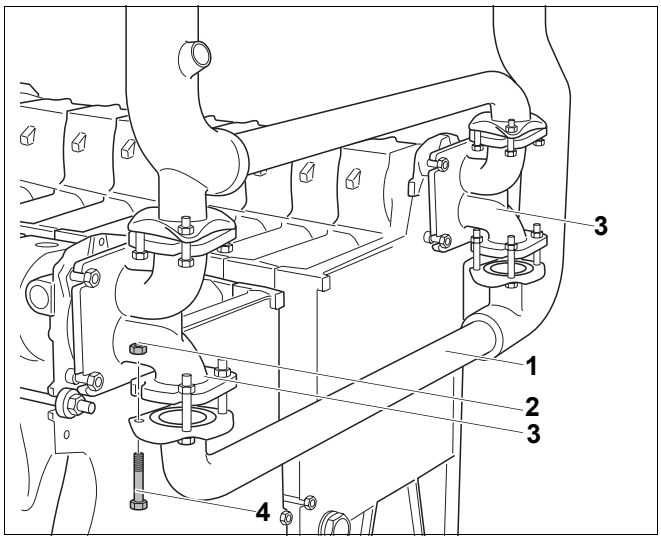

Rys. 30 Montaż rury powrotu
- Przykręcić rurę powrotu (rys. 30, **poz. 1**) luźno przy pomocy dwóch śrub z łbami sześciokątnymi M12 × 80 (rys. 30, **poz. 4**) i dwóch nakrętek z włożonymi podkładkami (rys. 30, **poz. 2**) po przekątnej do kształtek przyłączeniowych (rys. 30, **poz. 3**). Śruby z łbami sześciokątnymi należy włożyć od dołu.